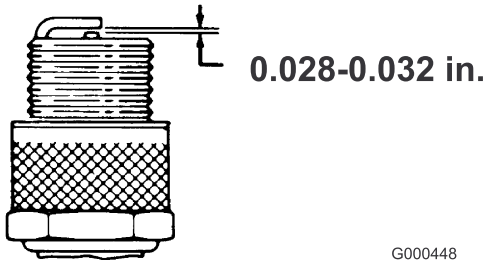

Figure 30
3. Réglez l'écartement des électrodes à 0,7–0,8 mm (Figure 30). La bougie installée doit avoir l'écartement correct et être fermement serrée à 23 Nm.23 Nm